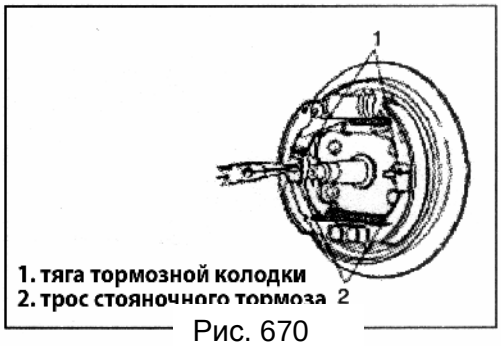

Рис. 670
7 ) После выполнения выше указанных операций, нажмите на педаль тормоза с усилием 265 Н 3-5 раз, так отрегулируется зазор между колодками и барабанами. Отрегулируйте трос стояночного тормоза (Рис.670). См. п. "Проверка и регулировка стояночного тормоза".
4) Отсоедините тягу тормозной колодки от троса стояночного тормоза (Рис. 670).